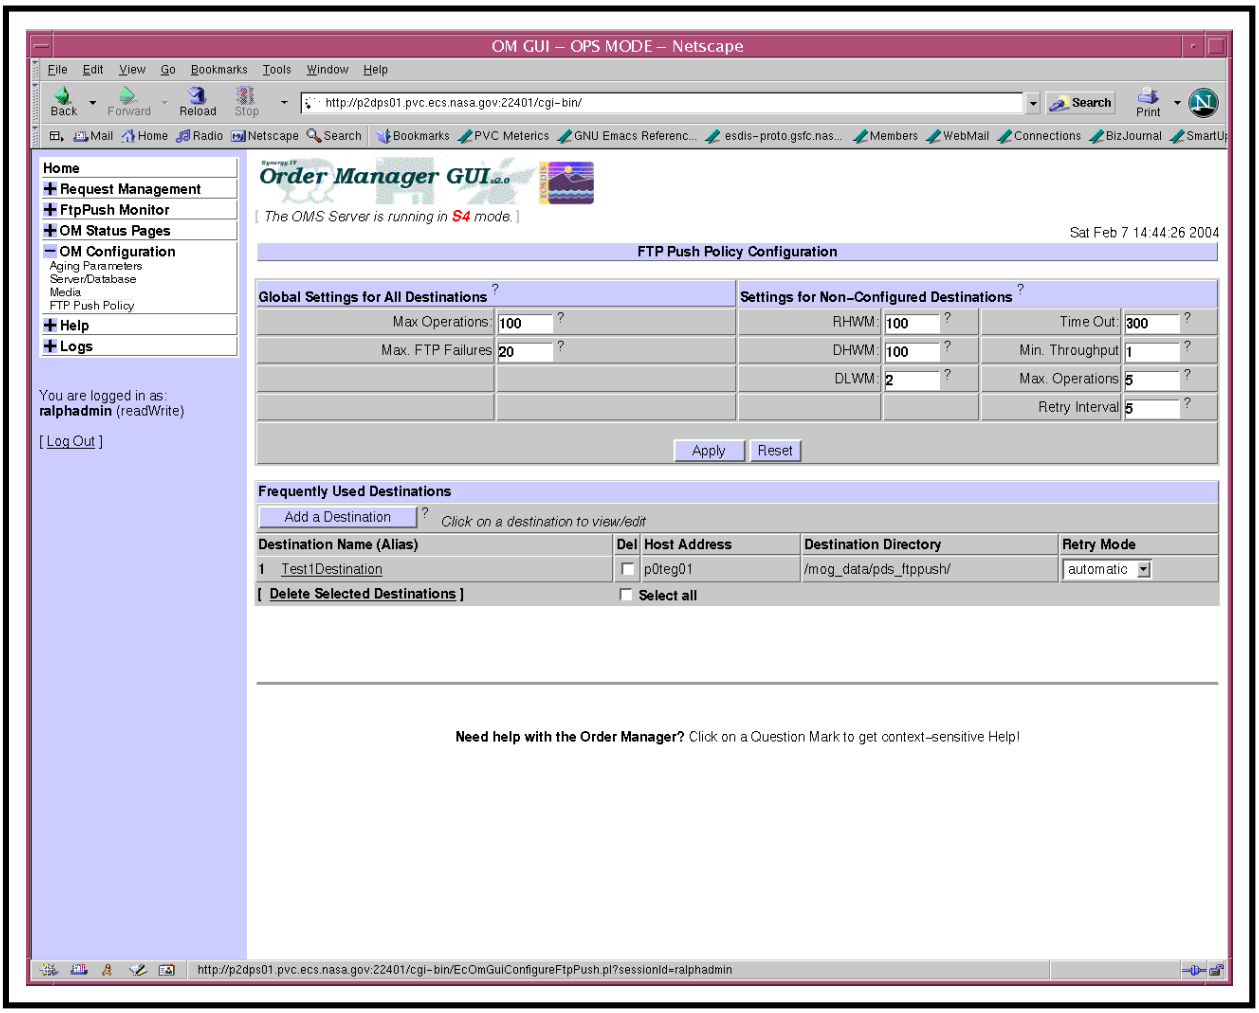
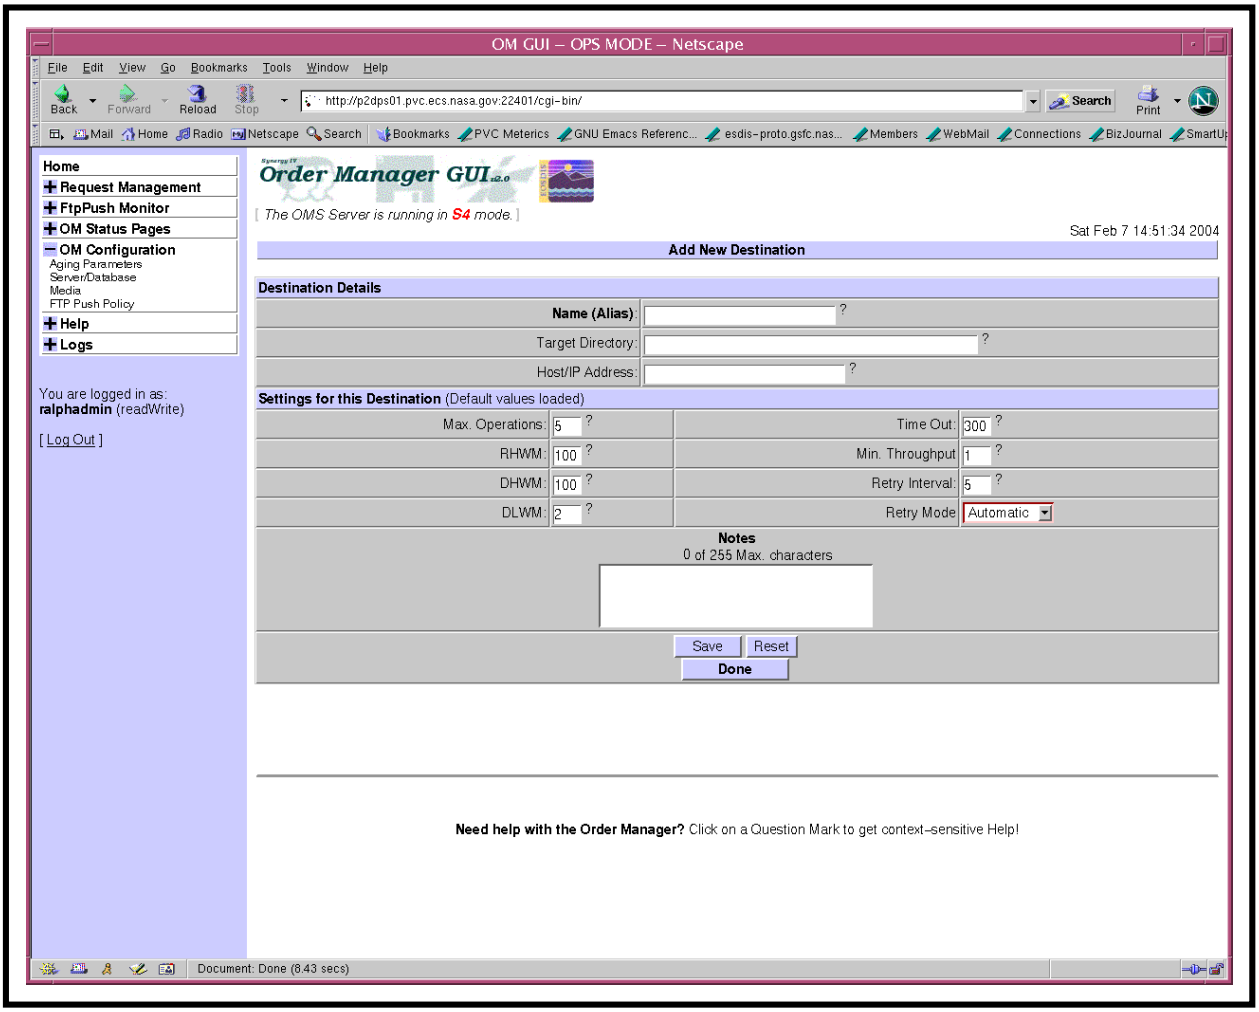

Figure 57. FTP Push Policy Configuration Page
Figure 59. Add New Destination Page
The **FTP Push Policy Configuration** page (Figure 57) provides the full-capability operator with a means of defining and configuring the fine-tuning parameters of FtpPush destinations. The limited-capability operator can check but is not allowed to change the fine-tuning parameters of FtpPush destinations.
2 If the **FTP Push Policy Configuration** page (Figure 57) is not already being displayed, click on the **FTP Push Policy** link in the navigation frame of the **OM GUI**.
- The **FTP Push Policy Configuration** page (Figure 57) is displayed.
The **Add New Destination** page (Figure 59) provides the full-capability operator with a means of adding destinations to the **Frequently Used Destinations** list on the **FTP Push Policy Configuration** page (Figure 57). The limited-capability operator is not allowed to add destinations to the **Frequently Used Destinations** list on the **FTP Push Policy Configuration** page.
- The **Add New Destination** page (Figure 59) is displayed.
- In the **Destination Details** area of the **Add New Destination** page (Figure 59) text boxes for entering the following types of destination attributes are displayed:
- In the **Settings for this Destination** area of the **Add New Destination** page (Figure 59) current values for the following types of parameters are displayed:
- The attributes are entered in the **Destination Details** area of the **Add New Destination** page (Figure 59).
- The parameter values are displayed in the **Settings for this Destination** area of the **Add New Destination** page (Figure 59).
- **Done -** to dismiss the **Add New Destination** page (Figure 59) and display the **FTP Push Policy Configuration** page (Figure 57).
- **OK** - to dismiss the **"Done" Confirmation** dialogue box (Figure 60) and the **Add New Destination** page (Figure 59) and display the **FTP Push Policy Configuration** page (Figure 57).
- The **Add New Destination** page (Figure 59) is dismissed.
- **Cancel** - to dismiss the **"Done" Confirmation** dialogue box and return to the **Add New Destination** page (Figure 59).
19 If the **Add New Destination** page (Figure 59) is still being displayed and no changes to the new destination are needed, click on the **Done** button.
- **OK -** to dismiss the **"Done" Confirmation** dialogue box (Figure 60) and the **Add New Destination** page (Figure 59) and display the **FTP Push Policy Configuration** page (Figure 57).